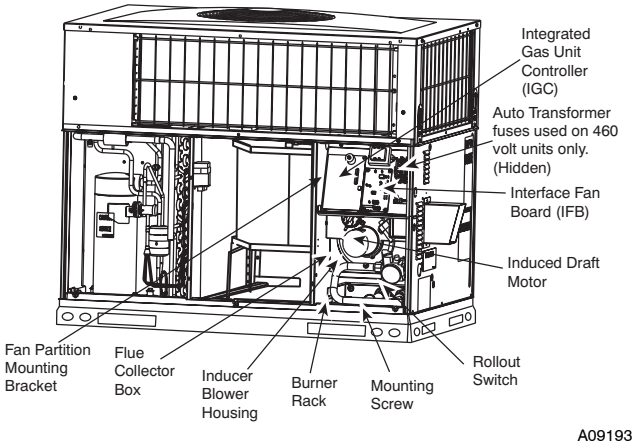

Fig. 18 - Blower Housing and Flue Collector Box
2. Remove the 11 screws holding the flue collector box cover (See Fig. 18) to the heat exchanger assembly. Inspect the heat exchangers.
Unit is equipped with a direct spark ignition 100 percent lockout system. Ignition module (IGC) is located in the control box (See Fig. 18). Module contains a self-diagnostic LED. During servicing, refer to label diagram or Table 5 in these instructions for LED interpretation.
5. Remove fan partition mounting bracket (2 screws located on the left side of control compartment on the fan partition panel). Slide bracket forward, bottom first to remove. (See Fig. 18).
8. Remove the mounting screw that attaches the burner rack to the unit base (See Fig. 18).
9. Slide the burner rack out of the unit (See Fig. 18 and 21).